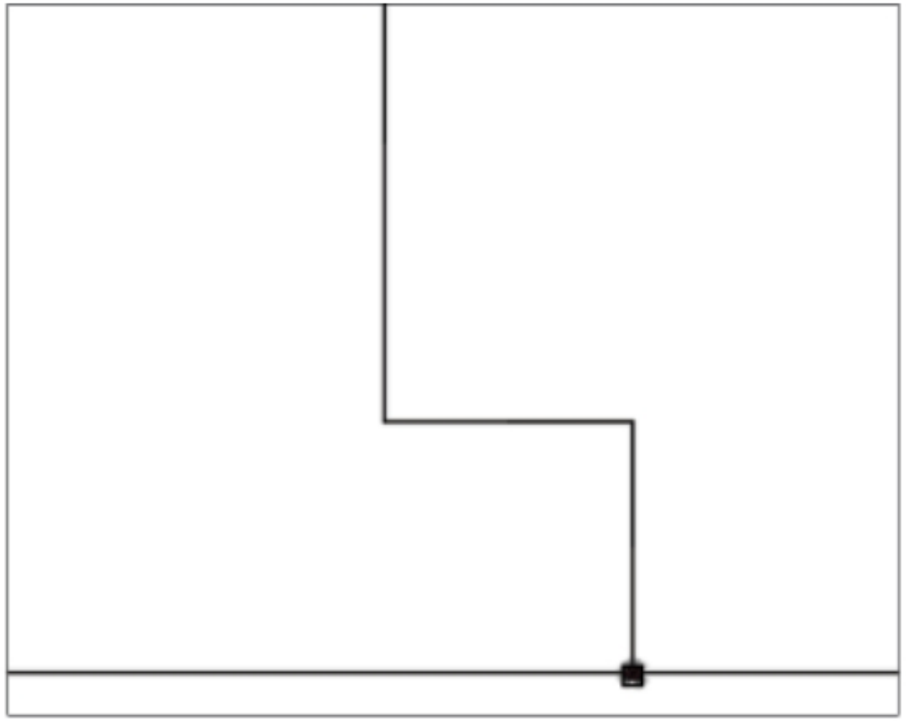

Figure-79. Wire bend after selecting second point
- Click on the second wire to specify the end point of bend. The wire bend will be created refer to Figure-79.